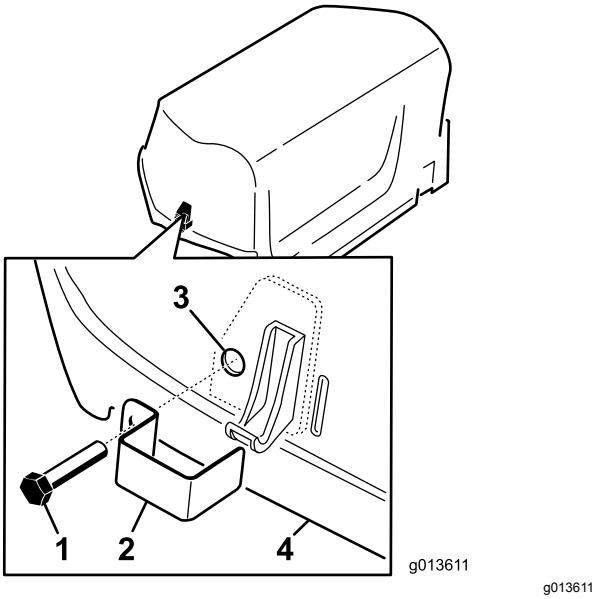

Figuur 7
1. Bevestig een sluitvergrendeling over de linker en rechter motorkapvergrendeling; gebruik hiervoor een tapbout (2 in totaal) (Figuur 7).
2. Gebruik een tang of een verstelbare steeksleutel en draai een interne borgring op elke bout (1 tot 2 schroefdraden) om de bouten te bevestigen (Figuur 7).